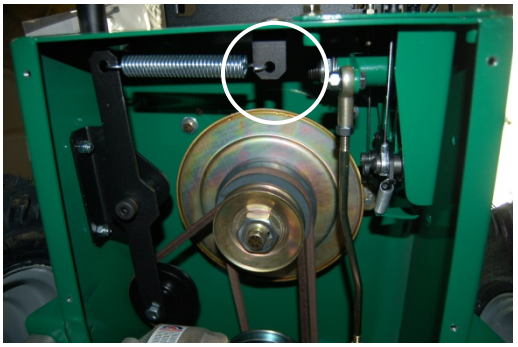

Fig. 9
3. Detach the spring (item 50) from the bracket (item 98) that is keeping tension on the drive belt. (See *Fig. 9*)
4. Walk the belt (item 121) off of the clutch (item 54) by slowly pulling the engine over. **WARNING**: use caution not to pinch fingers between the belt and clutch.